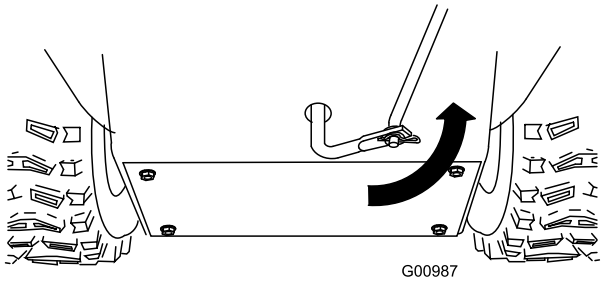

**Figur 13**
5. Vrid den nedre länkarmen helt uppåt (motsols) (Figur 13).